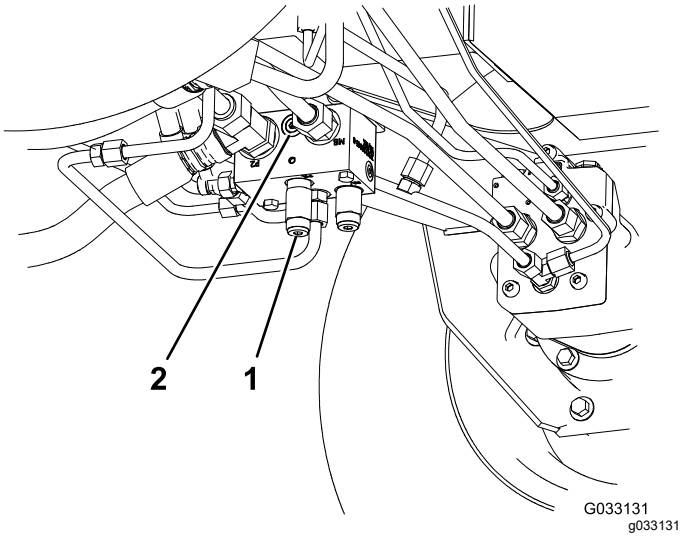

Figur 75
- Toro-delnr. 95-0985, koblerfitting (2)
- Toro-delnr. 340-77, hydraulikfitting (2)
1. Monter en fejlfindingsfitting i den umarkerede port placeret mellem portene M8 og P2 på den bageste traktionsmanifold (Figur 75).